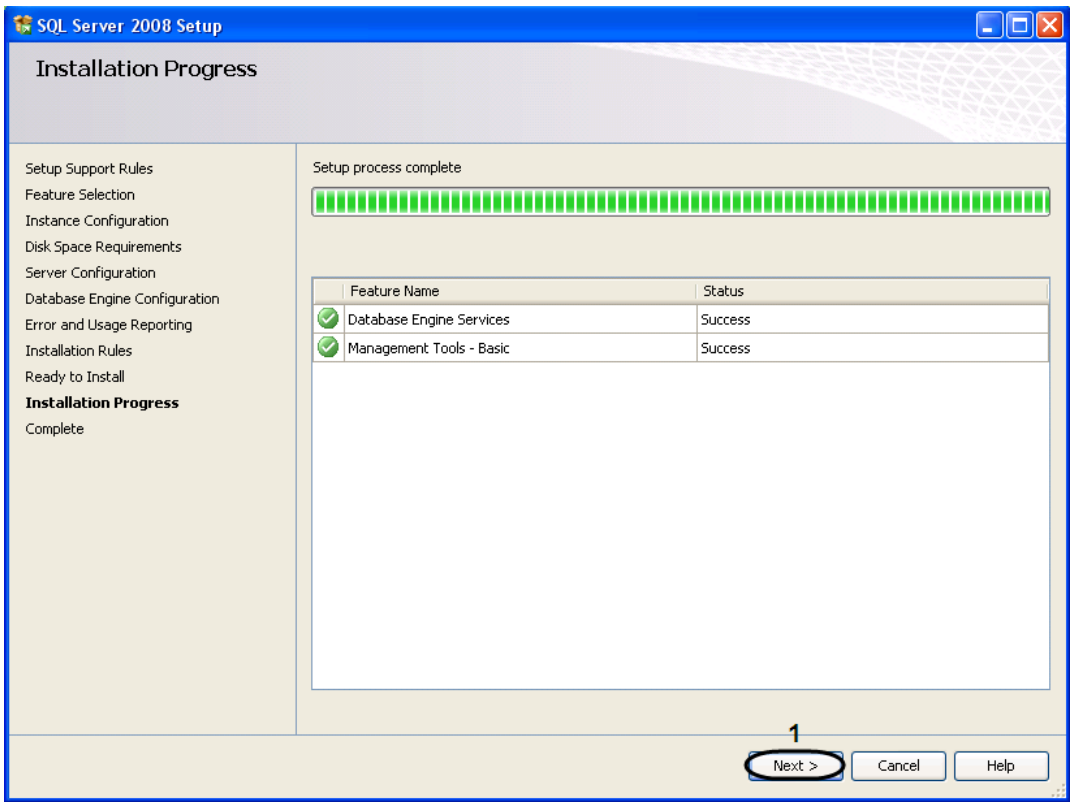

Figure 13.6-19 The "Installation Progress" box
21. The information about the installation process is displayed in the opened “Installation Progress” dialog box. When the installation is completed, click the “Next >” button (Figure 13.6-19, 1).